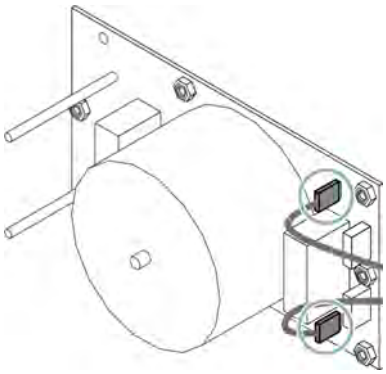

Fig. 74: Plug on the radio interference filter
5. Disconnect the plug from the radio interference filter (*Fig. 74*).